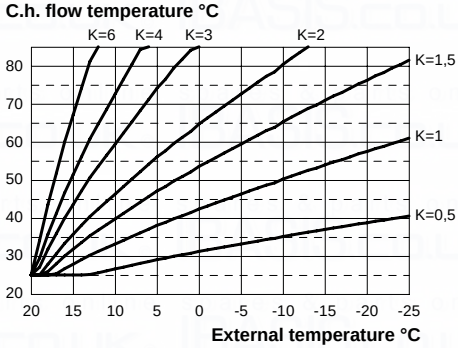

Fig. 7.19
If the boiler is **EQUIPED** with the remote control (optional) refer to Fig. 7.19.
When installing the external probe it is necessary to set this parameter based on the efficiency of the heating plant in order to optimise the flow temperature (Fig. 7.19).
E.g. In order to have a flow temperature at the heating plant of 60°C with an external temperature of -5°C, set a K at 1.5 (sectioned line in Fig. 7.19).
- Using keys 17 or 18 it is possible to change the value of parameter 15 from a minimum of **01** to a maximum of **60** based on the selected bend of the K coefficient in Fig. 7.19 (the value read on the display corresponds to K coefficients decimal values).